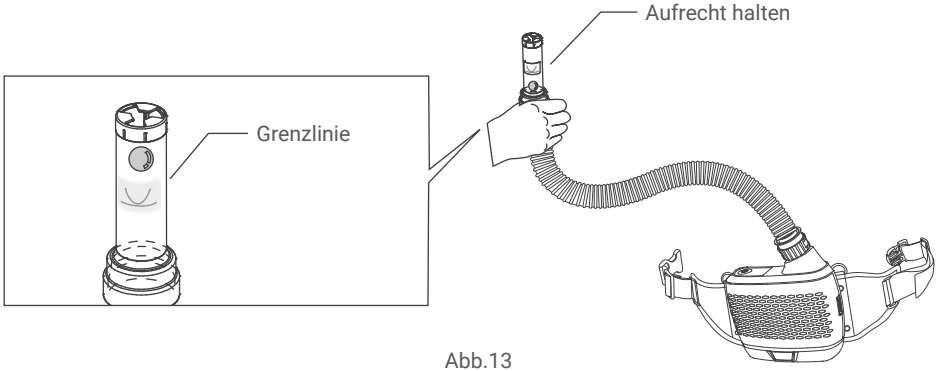

Abb.13
- Verbinden Sie das Ende des Schlauchs mit der Unterseite des Luftstromanzeigers und starten Sie dann den Knopf. Halten Sie den Luftstromanzeiger senkrecht (siehe Abb. 13).